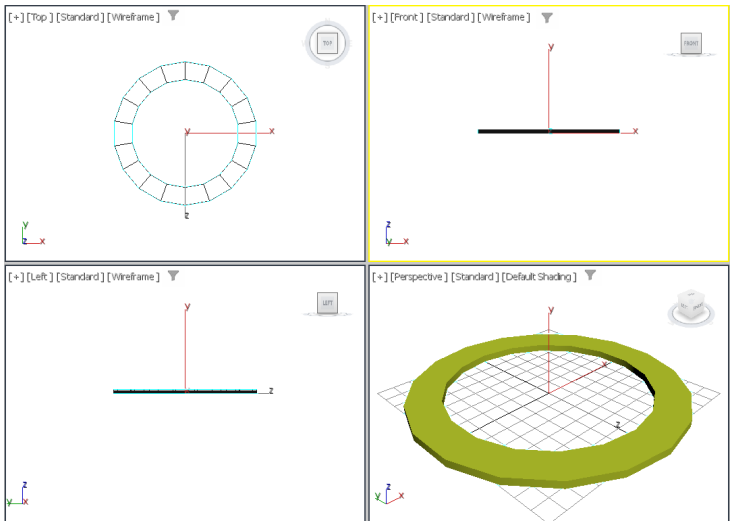

Figure 2-49 *The Tube001 displayed in viewports*
3. In the **Parameters** rollout, enter **48** in the **Sides** spinner; *Tube001* is displayed in the viewports, as shown in Figure 2-49.